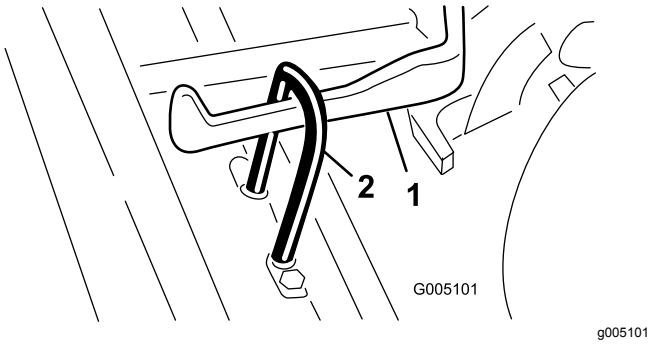

**Figuur 7**
2. Schuif het maaidek onder het trekframe terwijl u de hefhaak op de hefarm schuift (Figuur 7).